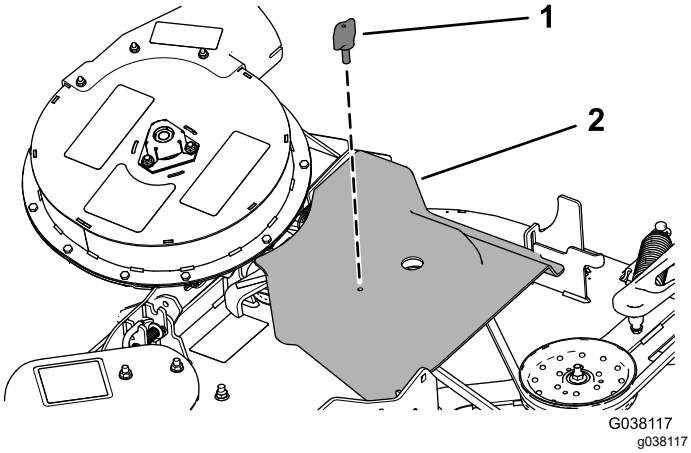

Figur 7
1. Afmonter fingerskruen, der fastgør remskærmen (Figur 7).
2. Flyt skærmen udad, indtil kanten af skærmen er fri af krogene i skjoldflangerne (Figur 7).